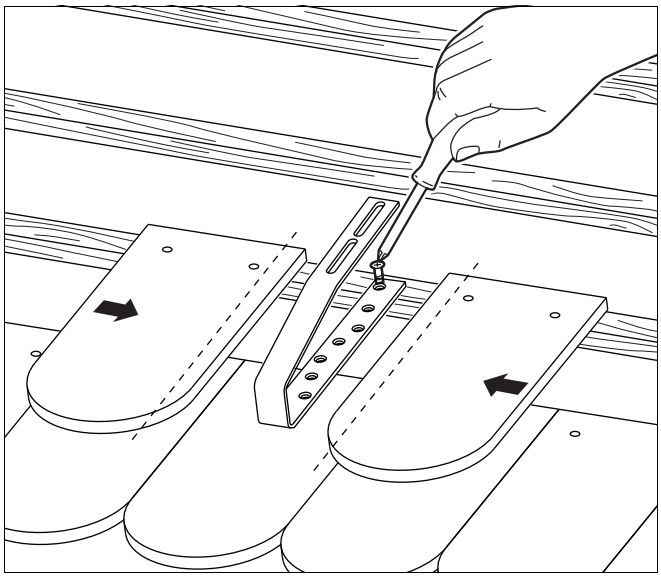

Afb. 30 Beverstaartpannen snijden en bijkomende specifieke dakhaken (toebehoren) monteren
- Monteer de bijkomende specifieke dakhaken (toebehoren: gebruiksvoorwaarden zie hoofdstuk 7.2.2 "Bijkomende dakhaken aanbrengen (toebehoren)", pagina 26) met de bijgeleverde schroeven in het midden op de beverstaartpan (afb. 30).
- Snijd de aansluitende beverstaartpan (afb. 30, gestippelde lijnen).